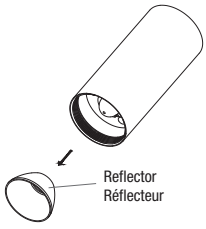

**Fig. 1c**
3. Retirer le réflecteur du luminaire (Fig. 1c).